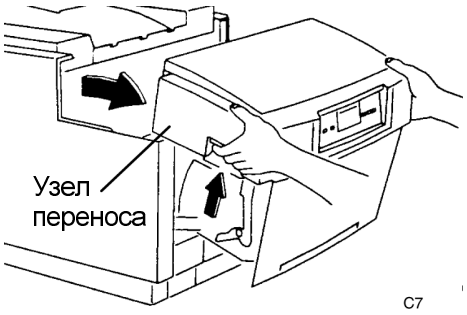

Рисунок 1. Открывание узла переноса
1. (Рисунок 1): Возьмитесь за две защелки и откройте узел переноса.